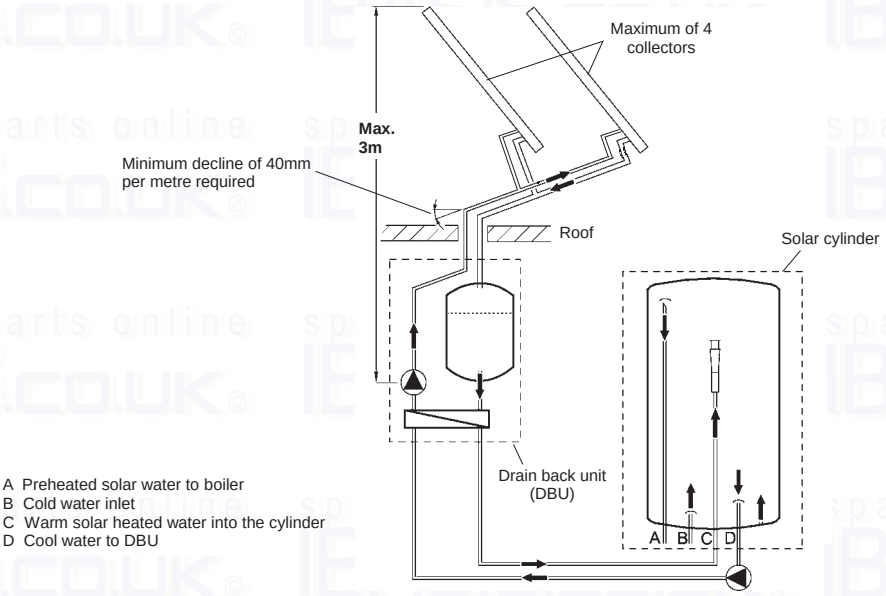

Fig. 8
The DBU must be located within a height of 3 metres of the top of the Solar collectors, see Fig. 8. The pipework from the collectors to the DBU **must always** fall by a minimum of 40 mm per metre and **must be** insulated with high temperature pipe insulation.
b. Positioning of a landscape collector onto a flat roof: Using the Alpha Flat Roof Kit (Part No. 6.4000800), the collector is mounted on the framework supplied. The collector is fixed at an inclination of 30° and ballast is used to secure the frame in the required position. Refer to Fig. 8 for details of location of the drain back unit in relation to the collector. Full details of this type of installation are provided in the instructions supplied with the kit.